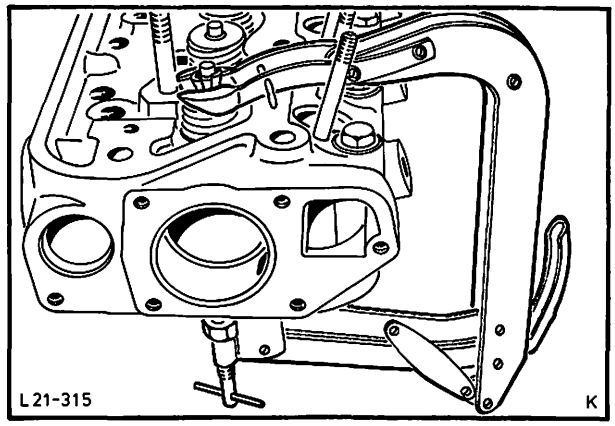

Abb. 132 Ventilfeder mit handelsüblichem Spannapparat zusammendrücken
3. Ventilfedern mit einem handelsüblichen Ventilfederspanner zusammendrücken, Abb. 132. Ventilfederkeile entnehmen. Ventilfedern entspannen und mit Ventilteller abnehmen. Ölabschirmring abziehen und Ventil herausziehen. Ventilfederspanner auf das nächste Ventil umsetzen und die restlichen Ventile in gleicher Weise ausbauen.